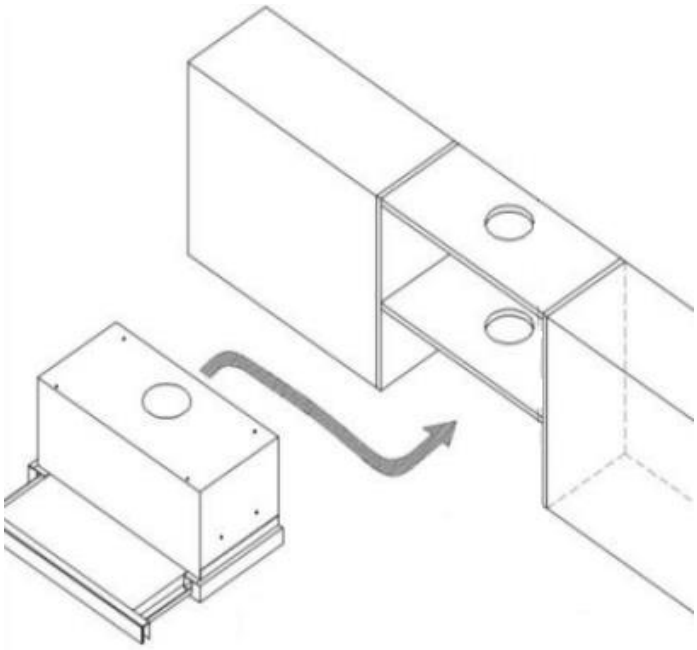

Рис. 3
3. Вставьте вытяжку в шкаф (рис. 3)